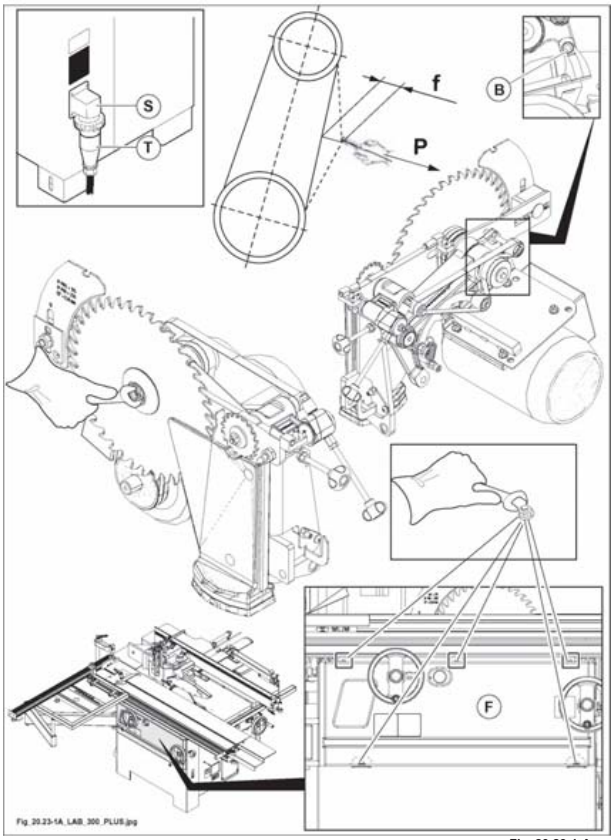

Fig. 20.23-1-A
- Smontare il carter frontale (F fig. 20.23-1-A).
- Allentare la vite (B fig. 20.23-1-A).
- Spingere il motore verso il basso e serrare la vite (B fig. 20.23-1-A).
- Rimontare il carter frontale (F fig. 20.23-1-A).